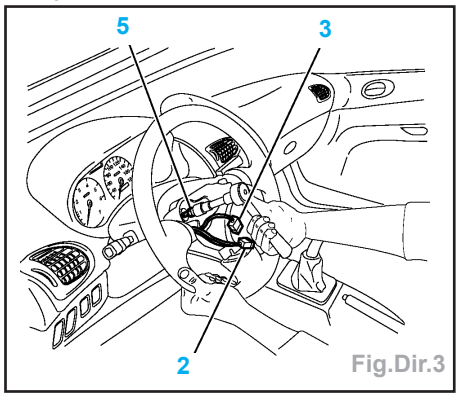

Fig.Dir.3
- Engager une lame de tournevis dans le connecteur (3) et tirer sur celui-ci pour le déconnecter.
- Déposer le module (4).
- Desserrer la vis (5) de quelques filets (Fig.Dir.3).